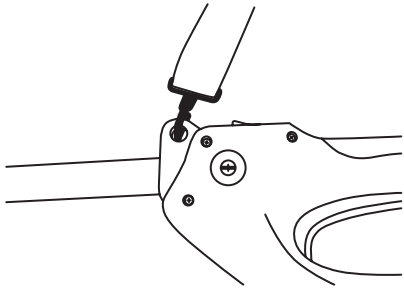

Рис. 6. Установка ремня
5. Установите ремень (Рис. 6).